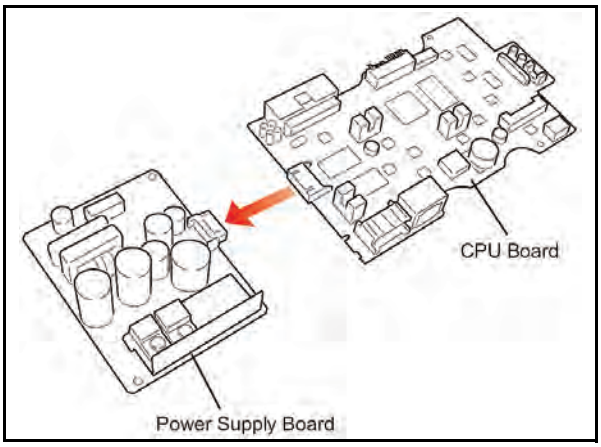

Figure 4-8 CPU and Power Supply Board Connector Separation
9. Separate the CPU Board and Power Supply Board mating connectors (See Figure 4-8).